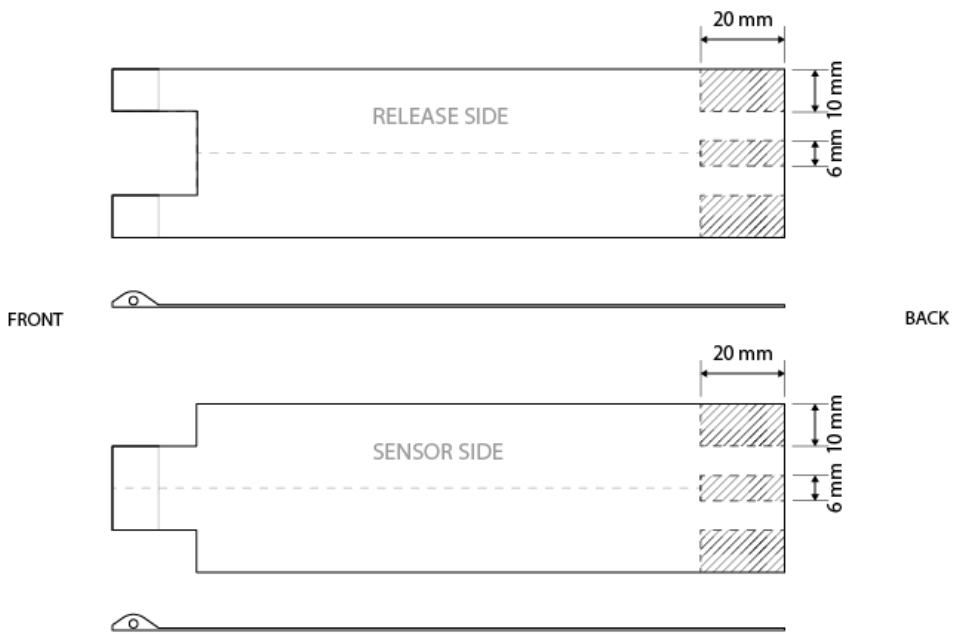

Figure 5
b) On the Release Base, remove a 20 x 20 mm square in the middle of the cured hinge (see Figure 5 bottom)
a) Remove a 20 x 10 mm rectangle on both sides of the back end of the Release and Sensor Base (see Figure 5)